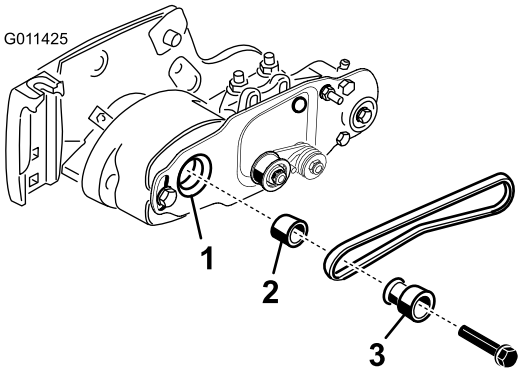

Figura 16
4. Rodando o cilindro, que por sua vez roda a polia da transmissão, levante a correia da polia da transmissão (Figura 16).
5. Retire a porca que fixa a polia da transmissão da escova de rolo ao eixo da caixa de rolamentos (Figura 16).
6. Retire a polia de transmissão da escova de rolo e a cunha do eixo (Figura 16).